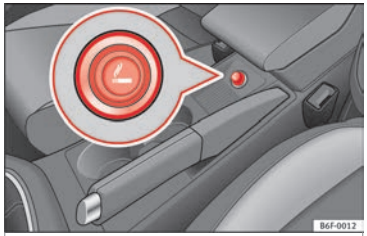

Rys. 163 Zapalniczka.
– Wcisnąć zapalniczkę, aby ją ››› **rys. 163** uruchomić ››› ⚠.